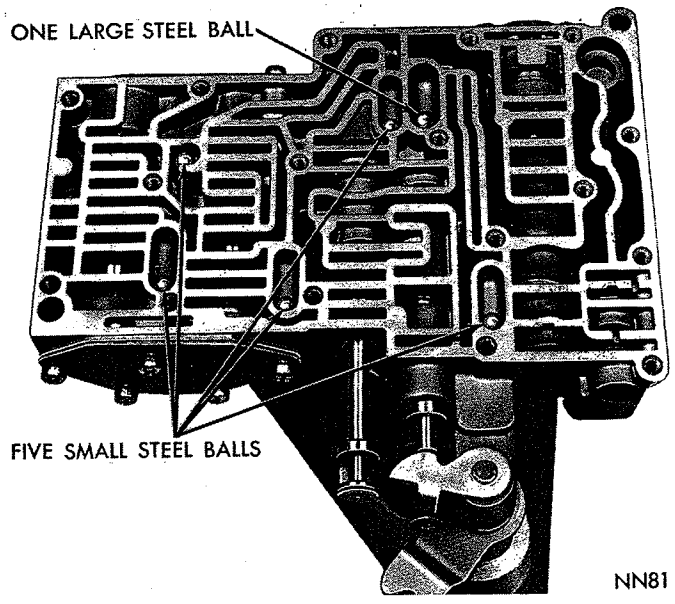
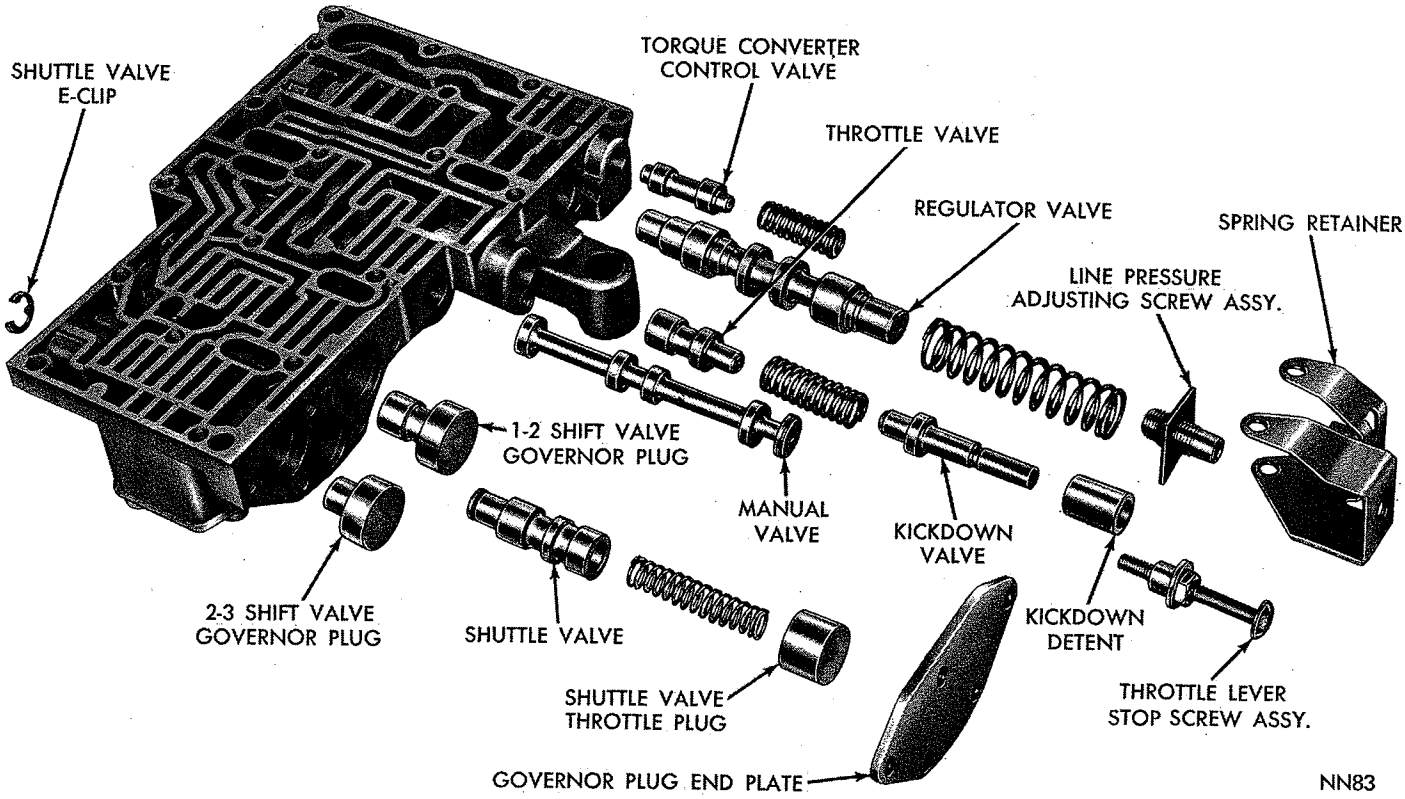
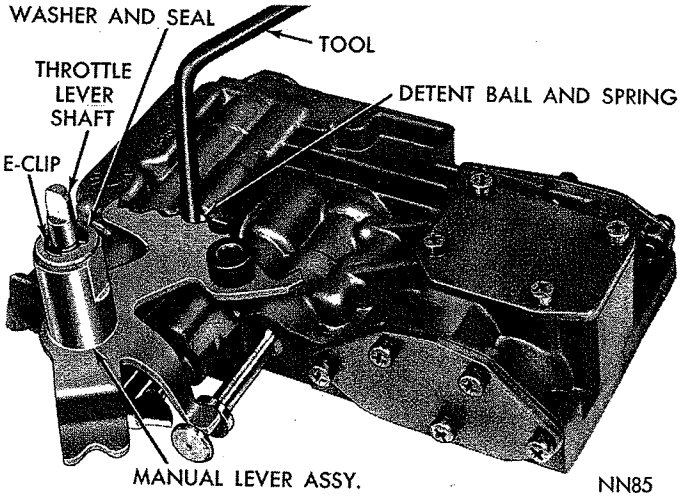

***Fig. 63—Steel Ball Locations***
***Fig. 65—Valve Body—Lever Side (Disassembled)***
***Fig. 67—Installing Detent Ball, Spring and Control Levers***
(7) Note location of six steel balls in valve body, one is larger than other five and is in the larger chamber (Fig. 63). Remove the steel balls.
(Fig. 65), be careful not to disturb setting any more than is necessary.
(13) Remove kickdown detent, kickdown valve, throttle valve spring and throttle valve (Fig. 65).
(14) Remove governor plug end plate (Fig. 65). Tip up valve body to allow shuttle valve throttle plug, spring, shuttle valve, and shift valve governor plugs to slide out into your hand.
(15) Remove shift valve end plate (Fig. 67) and slide out the two springs and valves.
(16) Remove regulator valve end plate. Slide regulator valve line pressure plug, sleeve, and regulator valve throttle pressure plug out of valve body.
(2) Place 1-2 and 2-3 shift valve governor plugs in their respective bores (Fig. 65). Install shuttle valve, spring and shuttle valve throttle plug. Install governor plug end plate and tighten the five retaining screws to 28 inch-pounds.
(3) Install E-clip on end of shuttle valve (Fig. 65). Install shuttle valve cover plate and tighten the four retaining screws to 28 inch-pounds.
(6) Install throttle valve and spring (Fig. 65). Slide kickdown detent on the kickdown valve (counterbore side of detent toward valve), then install assembly in the valve body.
(7) Install throttle lever stop screw (Fig. 65), and tighten lock nut finger tight.
(8) Install manual valve in valve body (Fig. 65).
(9) Install throttle lever and shaft on valve body (Fig. 67). Insert detent spring and ball in its bore in valve body. Depress ball and spring with Tool C-3765 or similar tool and slide manual lever over throttle shaft so that it engages manual valve and detent ball. Install retaining washer and E-clip on throttle shaft.
(10) Position valve body assembly on the repair stand.
(11) Place six steel balls in valve body chambers with large ball in the large chamber (Fig. 63).
(12) Position transfer plate assembly on valve body. Install 17 retaining screws, starting at center and working outward, tighten screws to 28 inch-pounds.
(13) Install torque converter valve and regulator valve (Fig. 65).